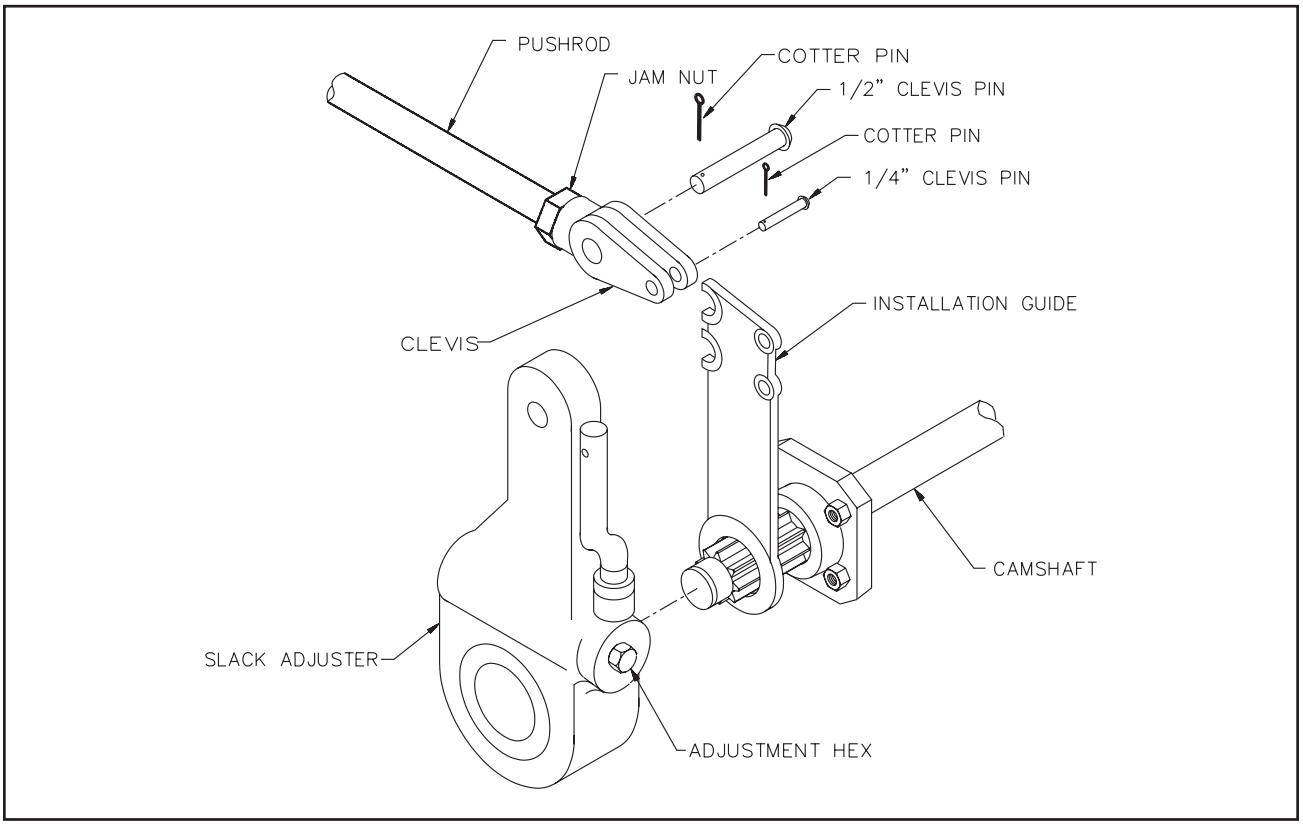

Figure 4-14 Slack Adjuster
4. Disconnect the slack adjuster from the connecting rod by removing the clevis pin **(See Figure 4-14)**.
4. Remount the brake chamber on the axle brackets and reconnect the air service hoses and the slack adjuster connecting rod **(See Figure 4-14)**.
a. Operational Check (See Figure 4-14)
b. Replacing Slack Adjuster (See Figure 4-14)